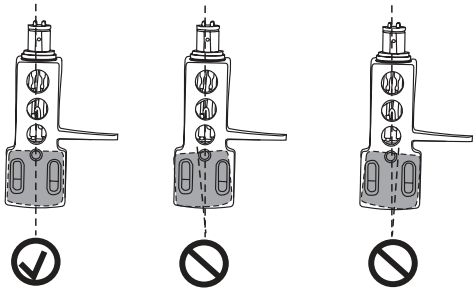

Abb. 9: Einstellen des Azimut
5. Für ein optimales Abtasten sollte der Überhang – der Abstand zwischen Nadel und der Achse des Plattentellers – auf 15 mm eingestellt sein. Vergewissern Sie sich, dass das System mittig sitzt (korrekter Azimut) und die Schrauben angezogen sind (Abb. 9).